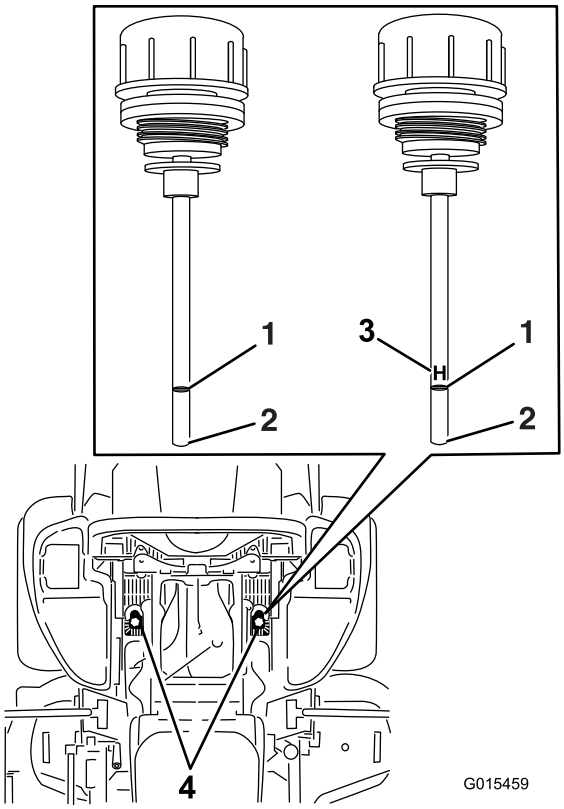

Figur 79
6. Rengör området runt oljestickorna i hydraulsystemets tankar (Figur 79).
7. Ta bort en oljesticka från hydraultanken (Figur 79).
9. Ta ut oljestickan och titta på änden (Figur 79).